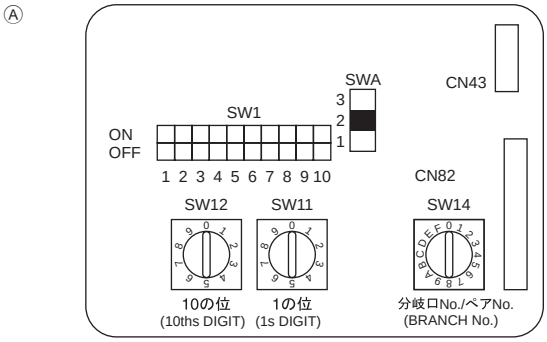

Fig. 6-4
6.5. Adressen einsetzen (Fig. 6-4)